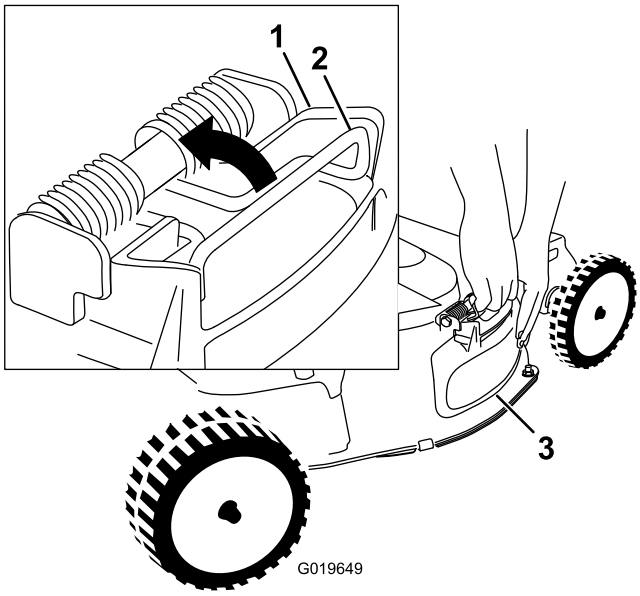

Figur 26
4. Fjern sideutslippsavlederen ved å trekke på fjæren som holder avlederen på plass og ta bort avlederen (Figur 26).